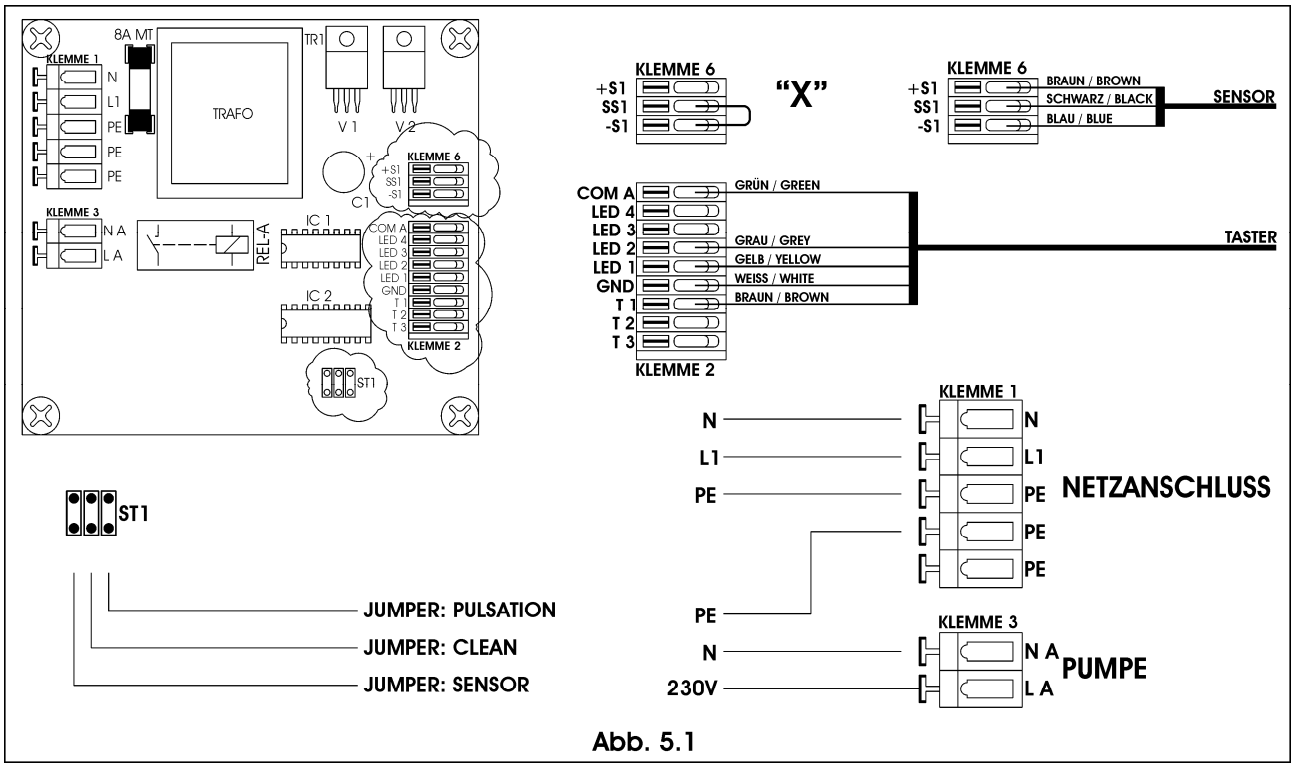

Abb. 5.1
5.1.1 Steuerung S1-Pumpe (Abb. 5.1)